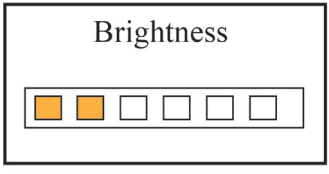

Figure 4.10A Réglage luminosité
- Luminosité (Brightness) : Pour régler la luminosité du rétroéclairage, choisir parmi les 6 niveaux disponibles (par défaut, la luminosité est réglée sur le niveau 3), comme dans la Figure 4.10A.